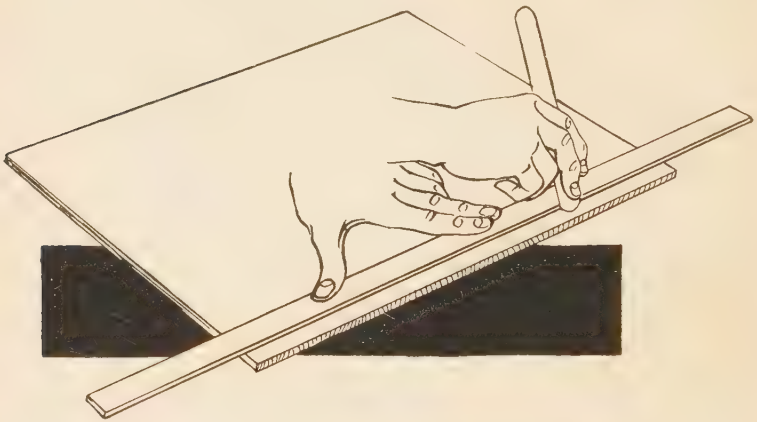

Fig. 271 —Creasing Sections with Folder
6. Carefully crease each section *on both sides* one-quarter inch away from glued edge by using edge of bone folder run *firmly* along a straight edge laid lengthwise on section. Fig. 271. This will make book open easily.